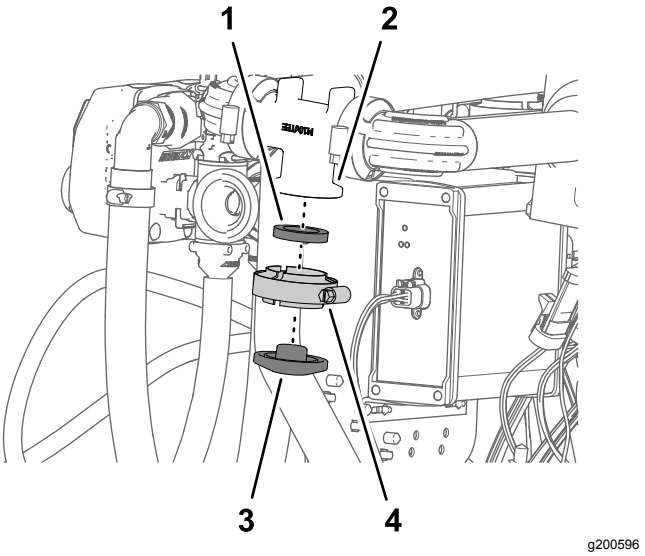

Figur 136
3. Monter den vanlige klemmen på flensen på strømningsmålermanifolden med flensklemmen og pakningen du fjernet i trinn 2, og stram klemmen for hånd (Figur 136).